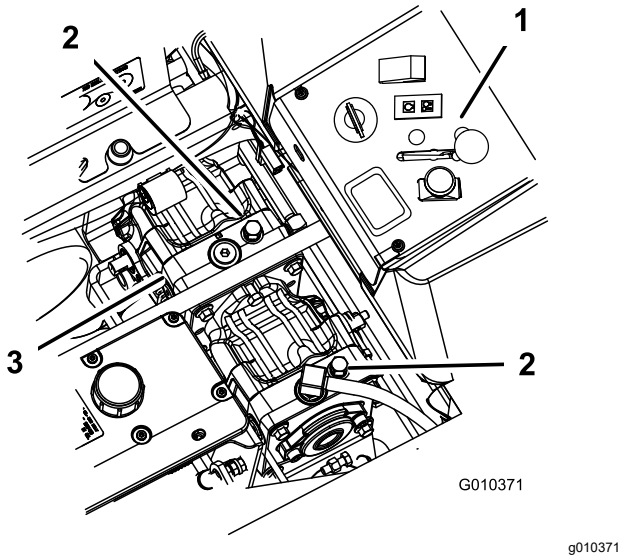

Rysunek 38
3. W celu pchania maszyny obróć zawory obejściowe o 1 obrót w lewo (Rysunek 38).
Aby obsługiwać maszynę, obróć zawory obejściowe w prawo o 1 obrót (Rysunek 38).